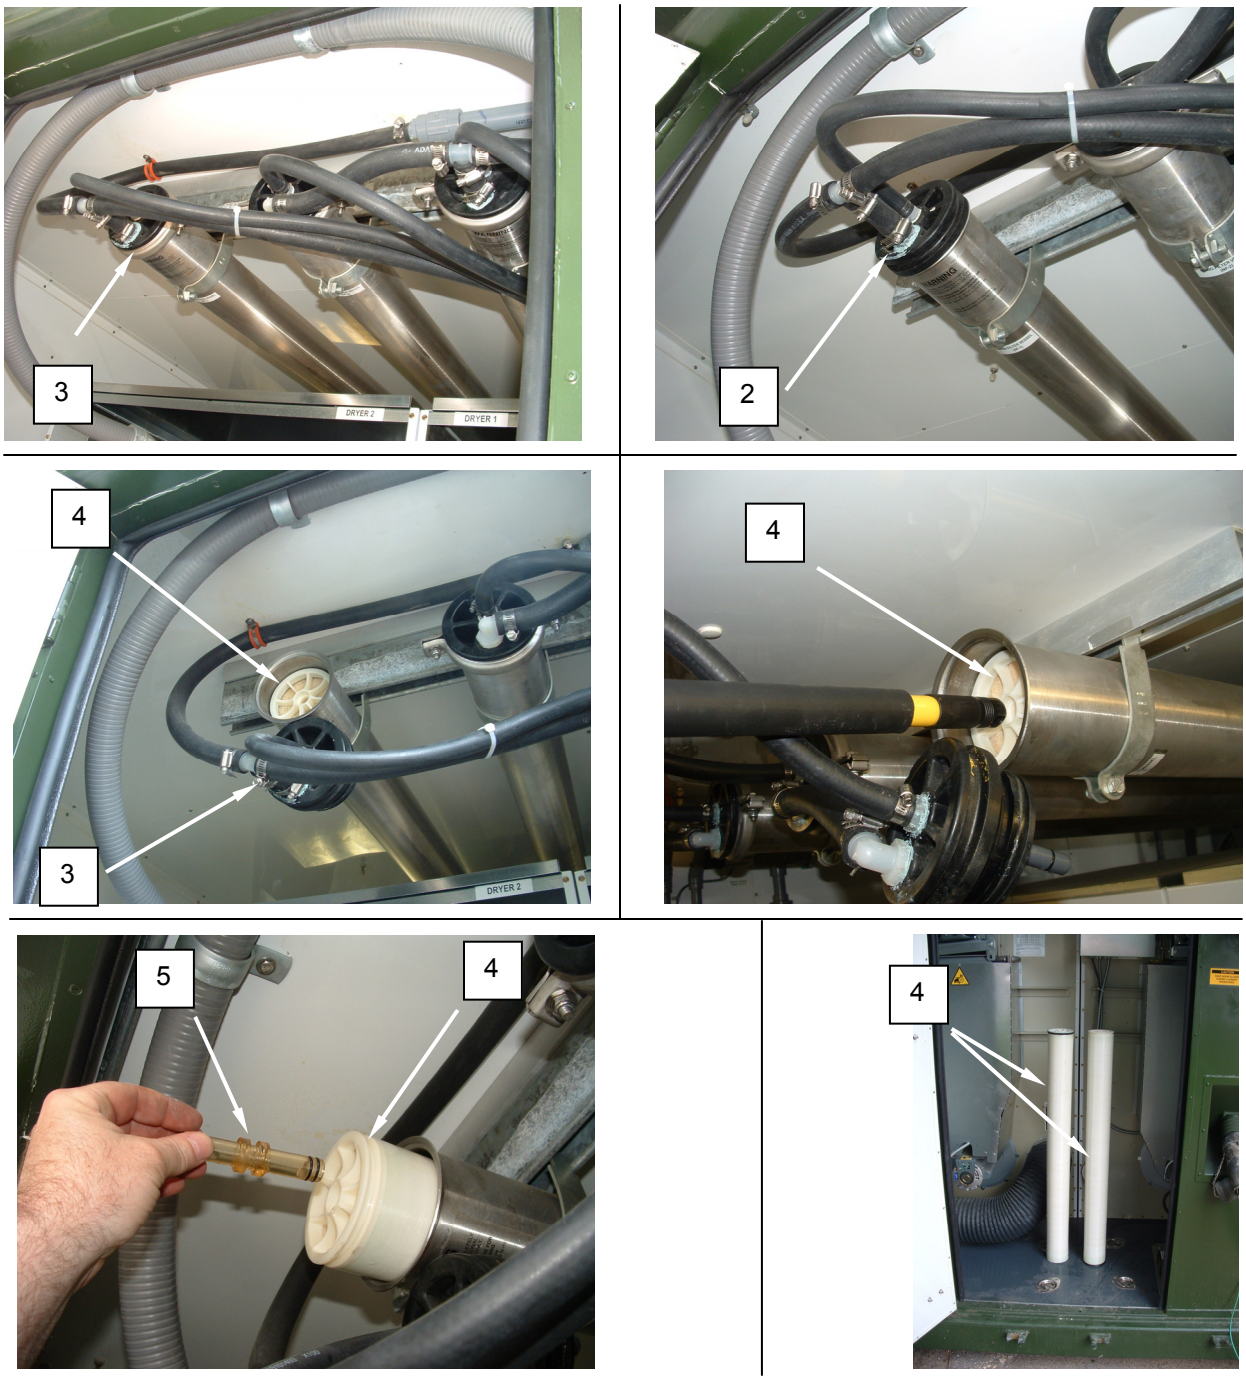

Figure 2. Replace Nanofilter Cartridges.
2. Remove bolt, washer, and nut retaining nanofilter end cap clamp **(Figure 2, Item 2)** and remove clamp.
3. Remove the end cap **(Figure 2, Item 3)**.
5. Use the broom handle to carefully push the cartridges **(Figure 2, Item 4)** out from the canister.
6. Remove nanofilter cartridges **(Figure 2, Item 4)** and disassemble.
7. Connect nanofilter cartridges **(Figure 2, Item 4)** together with interface adapter **(Figure 2, Item 5)**.
8. Install replacement nanofilter cartridges **(Figure 2, Item 4)**.
9. Install the end cap **(Figure 2, Item 3)**.
10. Install end cap clamp **(Figure 2, Item 2)** and retain with bolt, washer and nut.